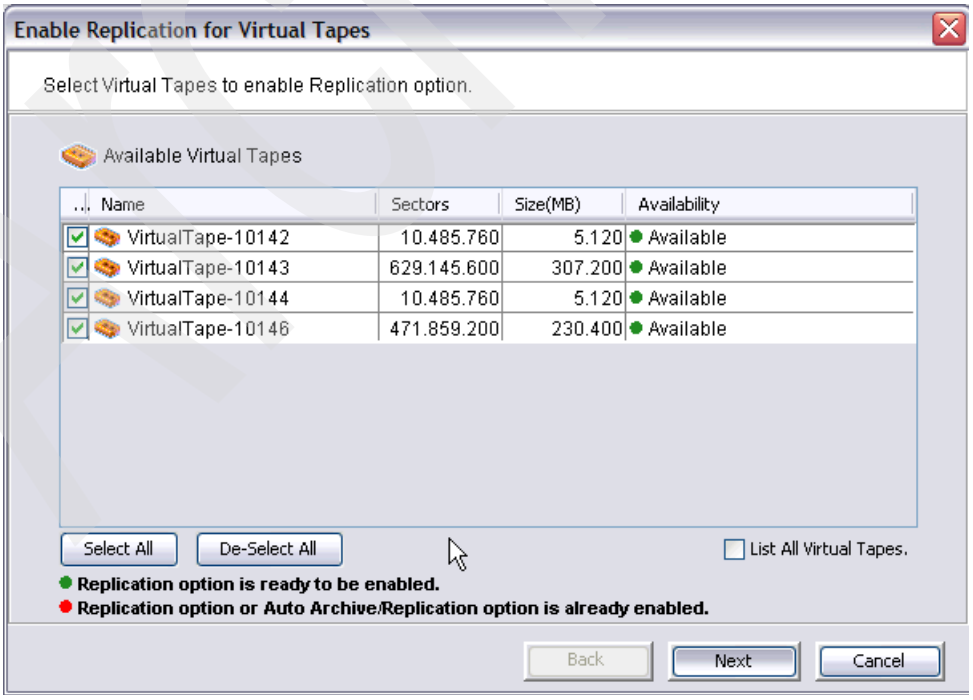

Figure 4-55 Selecting the virtual volume for replication
2. Replication is based on the virtual tape volume. In the Select Virtual Tapes to enable Replication option panel (Figure 4-55), select the tapes which you want to replicate. We select all available volumes. Click **Next**.